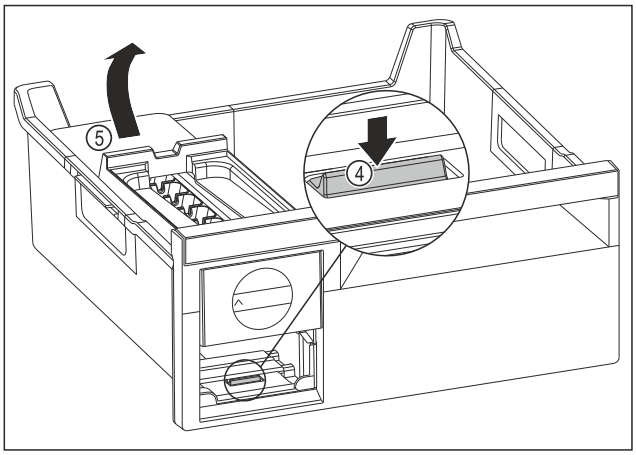

Fig. 182
▶ EasyTwist-Ice-corpus wegnemen: Strip *Fig. 182 (4)* met uw vinger omlaag drukken en gelijktijdig met de andere hand de EasyTwist-Ice-corpus *Fig. 182 (5)* van achteren optillen.